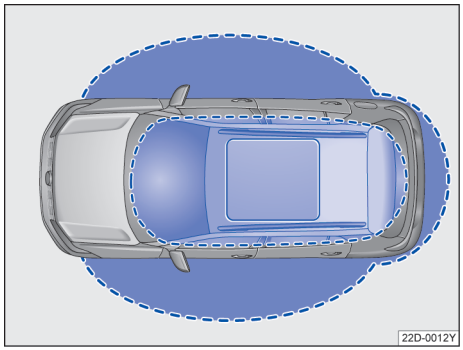
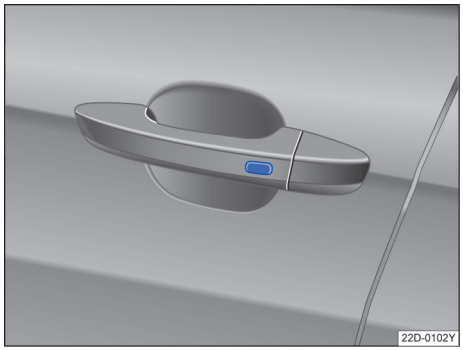

图 47 无钥匙进入闭锁/启动系统：工作范围
图 48 无钥匙系统 Kessy：车门拉手上的按钮
Kessy 是一种无钥匙系统，它可以实现在不操作遥控钥匙的情况下解锁或锁止汽车。操作者只需随身携带一把有效遥控钥匙，并处于车门或行李厢盖的有效感应区域内→ 图 47，同时按压车门拉手上的按钮→ 图 48 或按压行李厢盖上的按钮即可实现。
如果有一把有效遥控钥匙在有效感应区域内→ 图 47，则无钥匙系统 Kessy 会将访问权限授予该钥匙。紧接着可以在不主动操作遥控钥匙的情况下执行以下功能：
– 按压驾驶员或副驾驶员车门拉手上的按钮 →图 48 一次。
– 按压车门拉手上的按钮 →图 48 一次，汽车锁止。
如果汽车已锁止并且一把有效汽车钥匙位于行李厢盖的接近范围内→图 47，行李厢盖在通过把手按钮打开时会自动解锁。